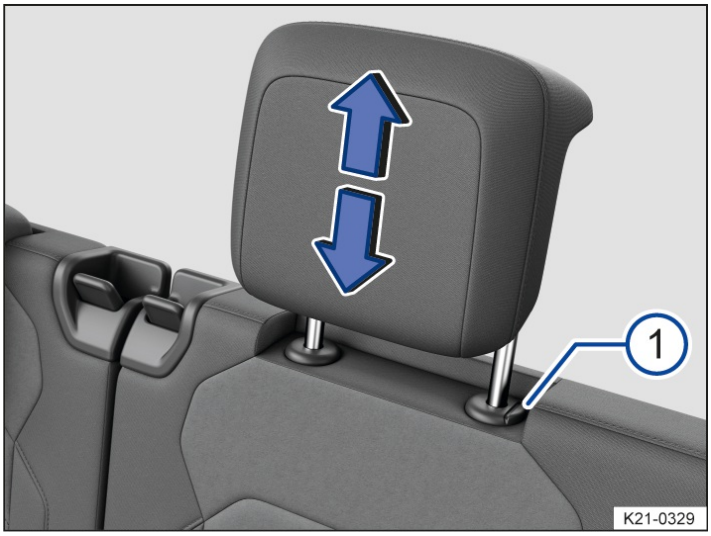
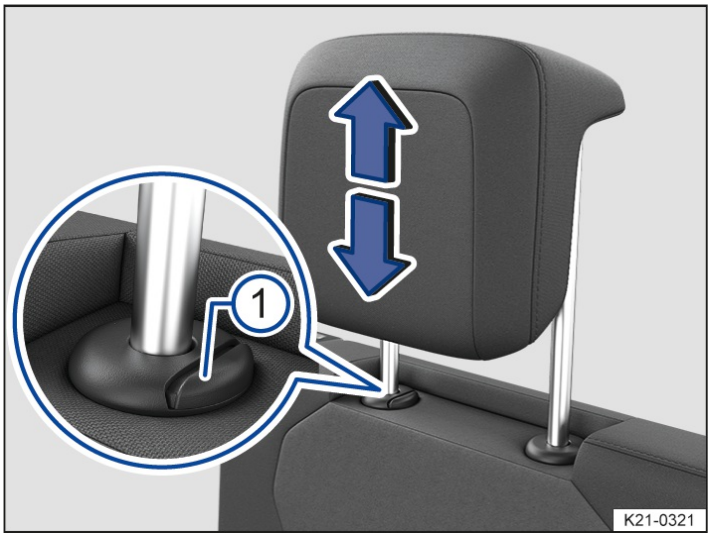

Fig. 3 Removing head restraints on the second-row seats (general example).
Fig. 4 Removing head restraints on the third-row seats (general example).
3. Pull the head restraint all the way out while pressing the→ *fig. 3* (1) or → *fig. 4* (1) button.
3. Push the head restraint downward while pressing the→ *fig. 3* (1) or → *fig. 4* (1) button.